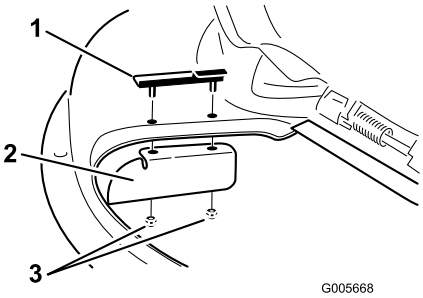

Figura 13
2. Instale el tabique en las clavijas del clip. Figura 13. Sujete el tabique al cortacésped con dos contratuercas (5/16 pulgada).